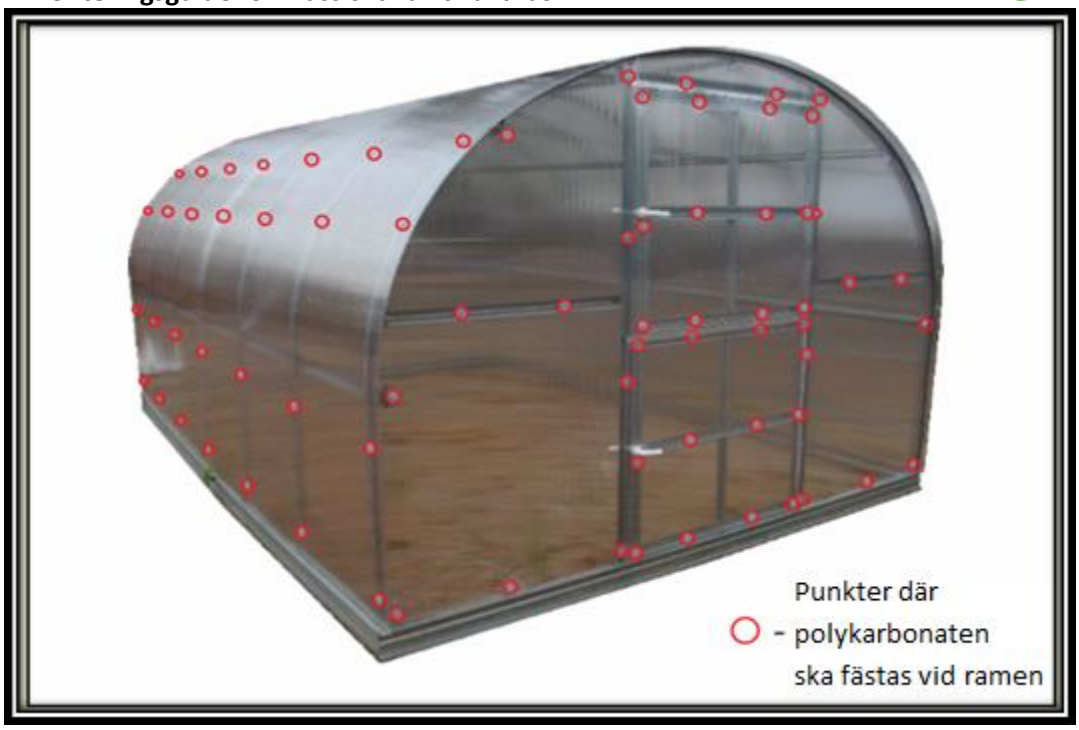

Bild 18
16. De övre delarna (10) ska placeras nerifrån och upp längs med ena sidan. Polykarbonaten fästs med skruvar M5-12 (16) och muttrar M5 (19) samt glidpackningar (20). På en del av valvet finns 5 fästpunkter. Fäst polykarbonaten ENDAST vid dessa punkter (t.ex. 27). Den andra sidan måste fästas uppifrån och ned. Om polykarbonatskivan är för lång kan du skära av den längs med grunden (Bild 18).